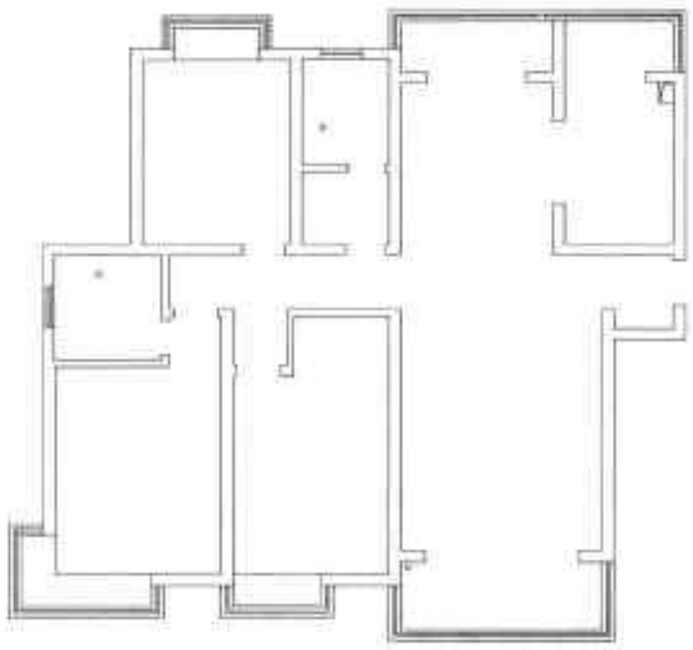

图19-16 删除房梁与地漏
Step 01 启动 AutoCAD 2014 软件，打开原始文件中的“三居室户型图 .dwg”，删除梁轮廓线和地漏轮廓，如图 19-16 所示。